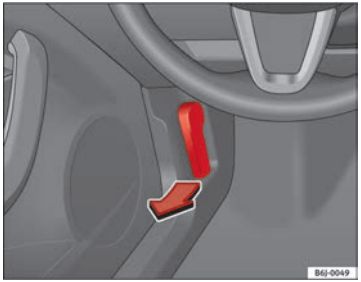

Fig. 121 Bonnet opening lever
– To release the bonnet, pull the lever under the dash panel ⇒ fig. 121 in the direction indicated (arrow). The bonnet will be released by a spring action ⇒ ⚠.